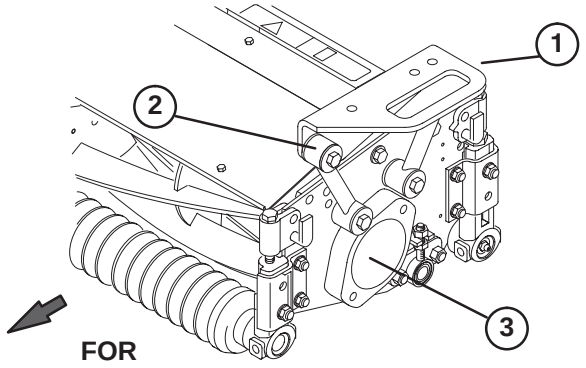

Figur 18
Bemærk: Med løftearmene hævet helt skal slangerne føres som vist i figur 18 og med en afstand til løftearmen på 1–3 mm.
2. Placer en af de forreste bærerammer (fig. 16) på hver af de forreste klippeenheder. Få monteringshullerne til at flugte med monteringsleddene som vist i figur 18.
3. Placer den bageste bæreramme (fig. 17) på den bageste klippeenhed, ret monteringshullerne ind efter monteringsleddene som vist i figur 18.
4. Fastgør hvert monteringsled til bærerammen med en 3/8–16 x 2–1/4 tommer maskinskrue, (2) flade spændeskiver og en låsemøtrik som vist i figur 18. Placer en spændeskive på hver side af leddet, når det monteres. Spænd til 42 Nm.